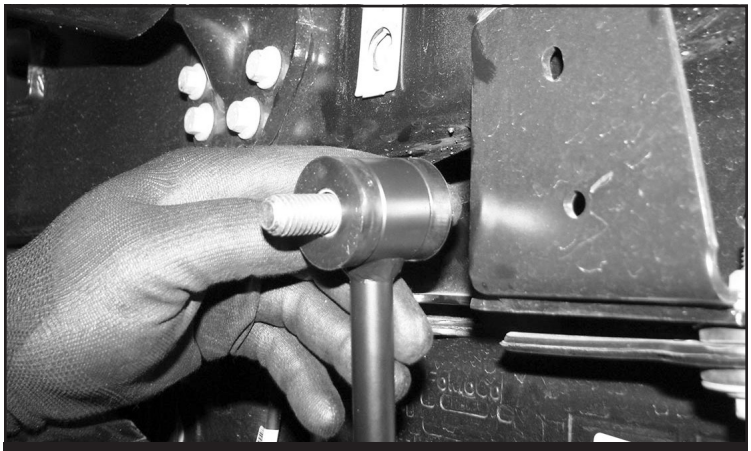
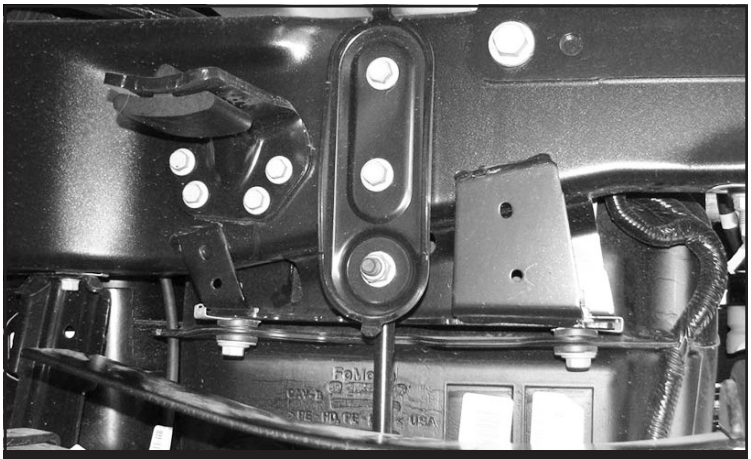

FIGURE 30 - STEP 37
FIGURE 31 - STEP 37
37. Install the FT1004 (Bushings) and FT50089 (Sleeves) into both FT30784 (End Links). Install the new end links to the factory brackets using the supplied 1/2” X 2-1/2” hardware. **NOTE: Install the bolt from the back side. SEE FIGURE 30** Install the brackets/Tie rods to the frame and sway bar using the factory hardware for the frame mount and the supplied 1/2 X 2-1/2” hardware at the sway bar location. Torque to 127 ft-lbs. **SEE FIGURE 31**